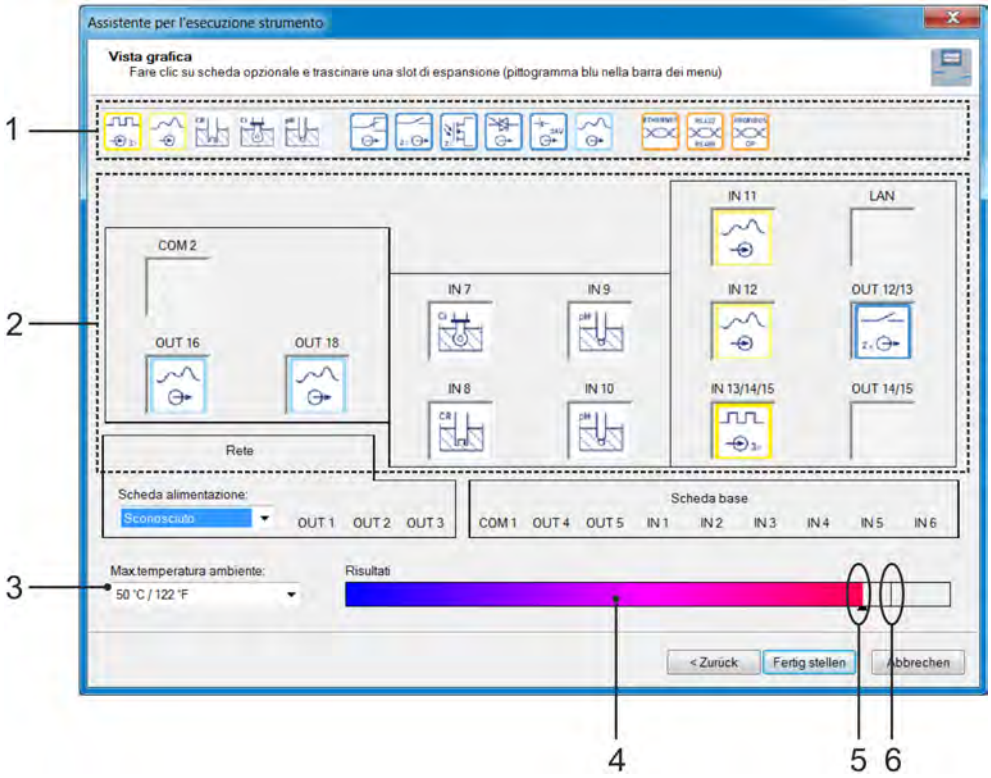

Fig. 98: Panoramica grafica
7. Qui è possibile semplicemente con la funzione Drag and Drop posizionare, spostare e rimuovere le schede opzionali desiderate (Fig. 98 , Pos. 1) simbolicamente negli slot appropriati (Fig. 98 , Pos. 2).
Il grafico a barre "bilancio energetico" (Fig. 98 , Pos. 4) rappresenta il riscaldamento previsto dell'interno dell'alloggiamento. Questo tiene conto del calore totale rilasciato dalla base e dalle unità di alimentazione e dalle schede opzionali, nonché dell'influenza della temperatura ambiente preimpostata (Fig. 98 , Pos. 3).
La piccola barra verticale in questo display (Fig. 98 , pos.6) rappresenta il limite che non deve essere superato.
Quando il limite viene superato, il colore del puntatore sul grafico a barre (Fig. 98 , Pos. 5) cambia da nero a rosso.